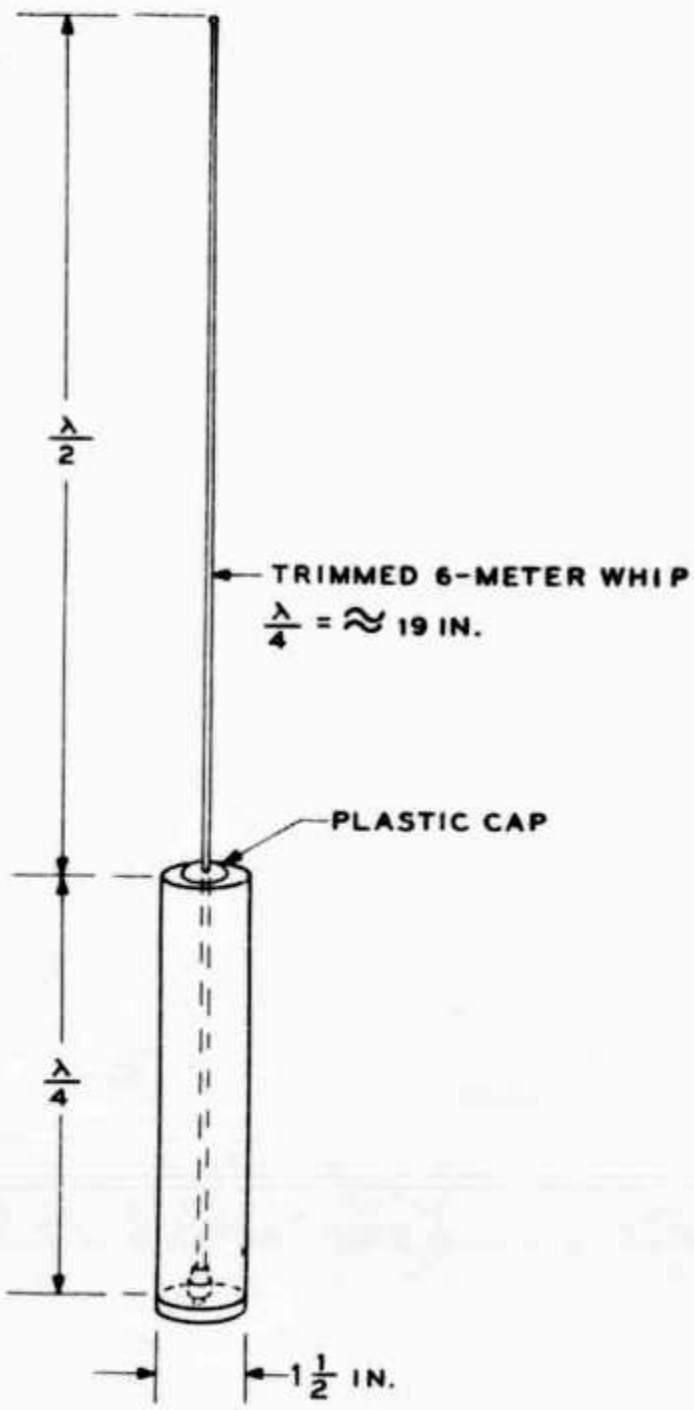

Fig. 2. The sewerpipe antenna.
The step from the J to the *sewerpipe* arrangement is simple. Use an unbalanced coaxial matching section for the unbalanced half-wave load. Adjusting the antenna's impedance to 50Ω is easily accomplished as shown in Fig. 2.
Chrome-plated brass pipe of 1½ in. diameter is recommended for the matching section. If ordinary brass tubing is used, then a brass plug for the bottom can be turned to fit the tubing. Mechanical details are dependent upon the materials available, and will be left to the ingenuity of the builder. Dimensions are not critical, but things should fit together tightly. The inside depth of the matching section should be about 19 inches. Keep the plastic cap (Fig. 2 (A)) thin and use low-loss dielectric material, as this is a high voltage point. The internal feed assembly is physically similar to the gamma match used for unbalanced feed of a yagi antenna (omitting the series capacitor, of course). A clamp (Fig. 2 (B)) comples the connection from the off-center coax to the center conductor. The height of this clamp and the center-to-center spacing of the off-center member is varied to obtain a perfect match to 50Ω.